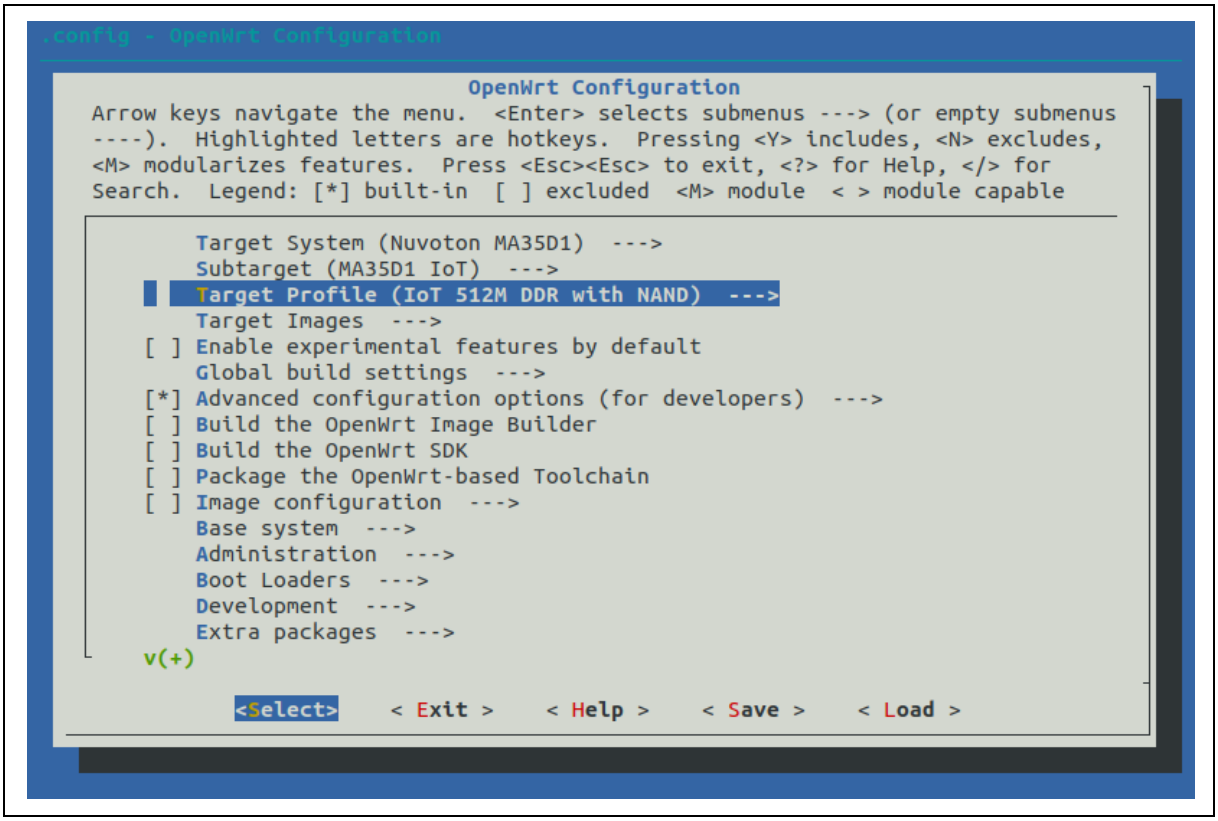

Figure 3-1 Select Target, Subtarget and Profile for MA35D1
3. **Select Target Parameters:** As shown in Figure 3-1, confirm that the Target System is "Nuvoton MA35D1", the Subtarget is "MA35D1 IoT", and the Profile matches your specific memory size and boot storage.